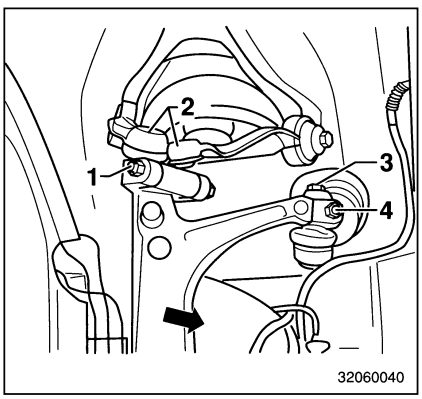

Figure 4 **Front suspension strut arm**
- Unscrew nut (Figure 4/1), remove hexagon screw and pull both wishbones upwards (Figure 4/2).
Do not unscrew bolts (Figure 4/3 + 4).